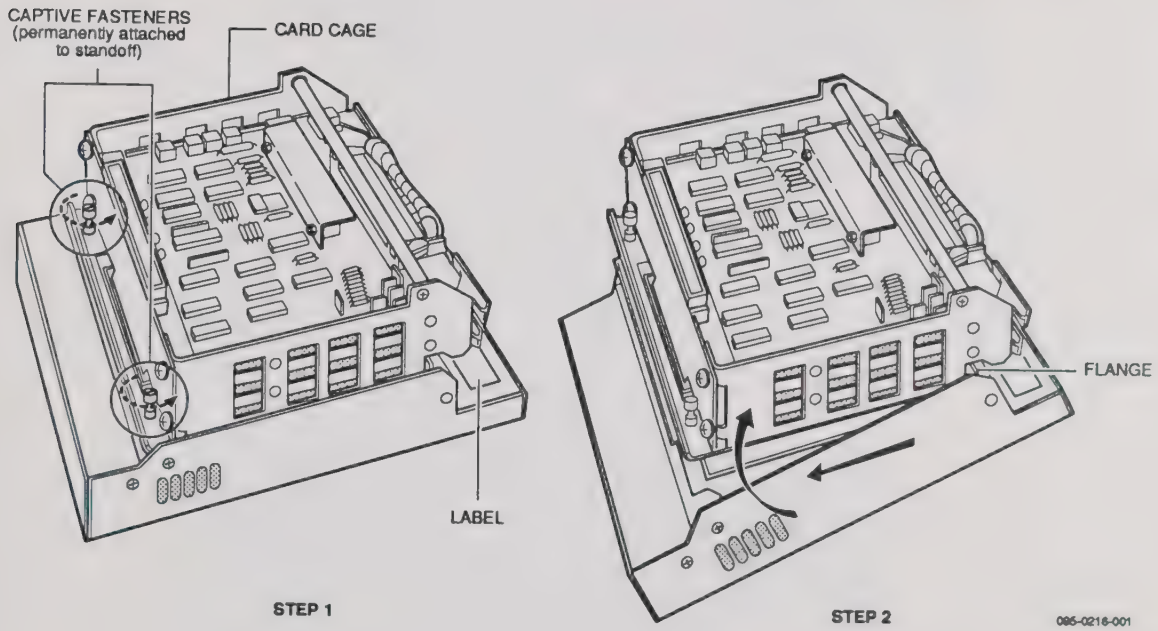

Figure 1. UniPak 2/2B Disassembly
3. Using the medium size slot-head screwdriver, unscrew the captive fasteners (Figure 1, Step 1) until they hang loosely; the fasteners will not separate from their standoffs.
4. Lift the card cage up slightly, then pull out (as shown in Figure 1, Step 2) to unlock the flanges.